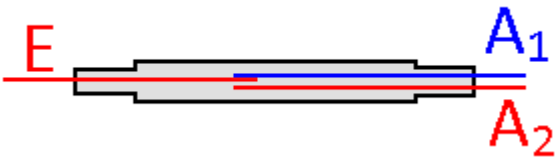

Abb. 3: Reedumschalter
b. Befindet sich der Ausgang des Reedschalters in Abb.3 in Position A_1, so ist der obere gelbe Ausgang der Schaltung mit dem Minuspol der Spannungsquelle verbunden. Die grüne LED leuchtet. Der untere gelbe Ausgang liegt über die rote LED und den Vorwiderstand am Pluspol der Spannungsquelle. Schaltet der Reedkontakt um, in dem man mit einem Magneten über seinen Eingang oder seine Ausgänge fährt, so kehrt sich die Polung an den beiden gelben Ausgängen der Schaltung um, der obere gelbe ist über die grüne LED und den Vorwiderstand mit dem Pluspol, der untere mit dem Minuspol verbunden. Die Amplitude der Wechselspannung ist geringer als die angelegte Wechselspannung, da die LEDs eine Durchlassspannung von je ungefähr U_D = 2 V haben. Die Schaltung liefert außerdem nur einen begrenzten Strom, da er in jeder Halbwelle durch eine der beiden LEDs und den Vorwiderstand begrenzt wird.
e. Den Aufbau eines Reedumschalters zeigt Abb. 3. Der Eingangskontakt E und der Ausgangskontakt A_2 sind aus Nickel, der andere A_1 aus einem nicht magnetischen Metall. Im Grundzustand ist der Eingangskontakt E mit dem nicht magnetischen Ausgangskontakt A_1 verbunden. Hält man den Pol eines Magneten über den Eingangskontakt E, so wird er magnetisiert und wird vom nickelhaltigen Ausgangskontakt A_2 angezogen. Der Reedschalter schaltet um. Entfernt man den Magneten, so klappt er wieder in seine Ausgangsposition zurück. Das gleiche geschieht, wenn man den Magneten über die Ausgänge hält. Befindet sich der Magnet in der Mitte des Reedschalters, so werden beide magnetischen Kontakte gleichartig magnetisiert und stoßen sich ab. Der Reedschalter bleibt im Grundzustand.